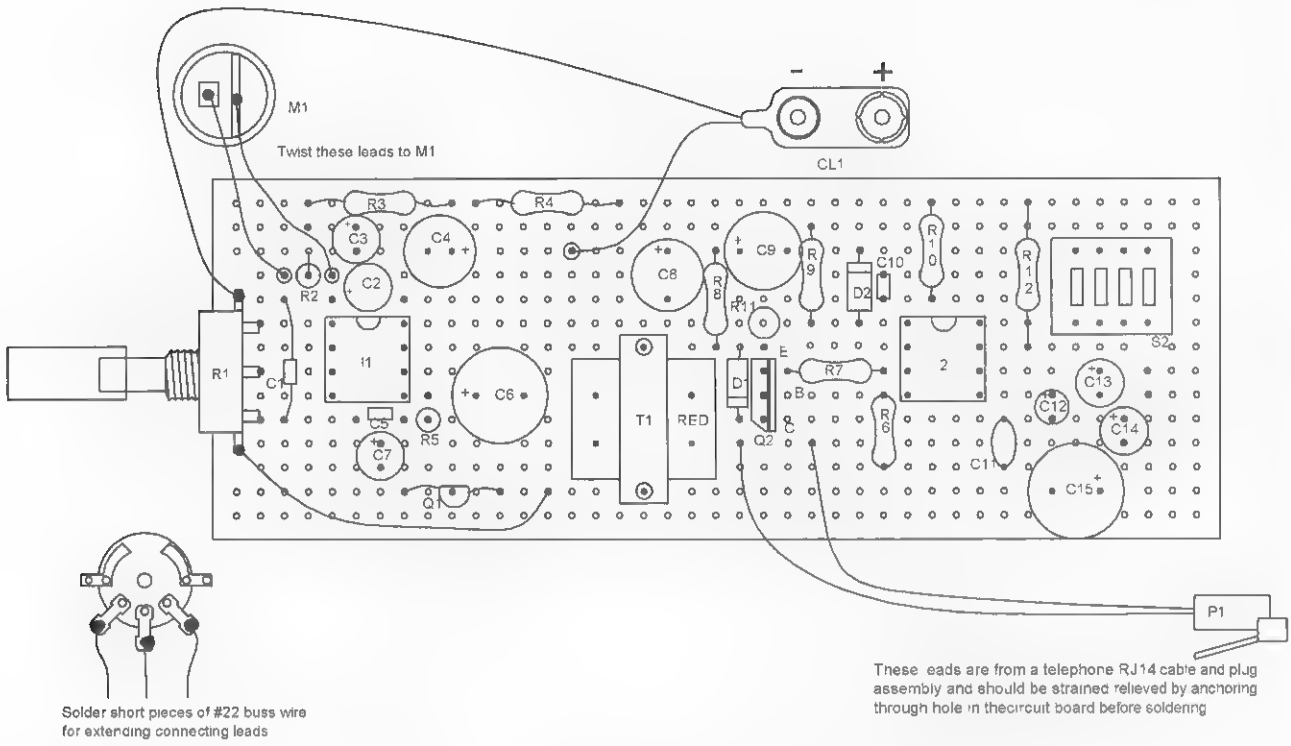

Figure 23-4 *External connection and parts identification*
4. Attach the external leads as shown in Figure 23-4. You may relieve any strain they might have by drilling holes to allow the insertion of the entire wire. Note that the short pieces of bus wire are soldered to R1 for connection to the circuit board.